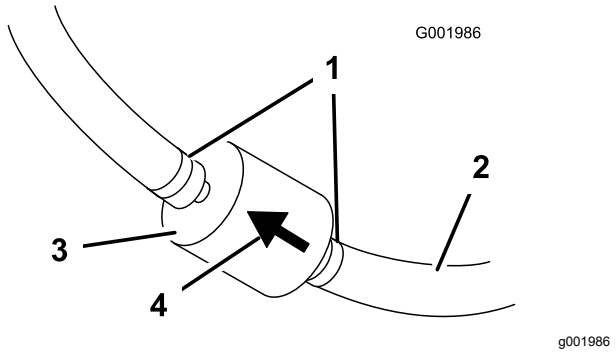

Figura 47
5. Apriete los extremos de las abrazaderas y deslícelas por el tubo alejándolas del filtro (Figura 47).